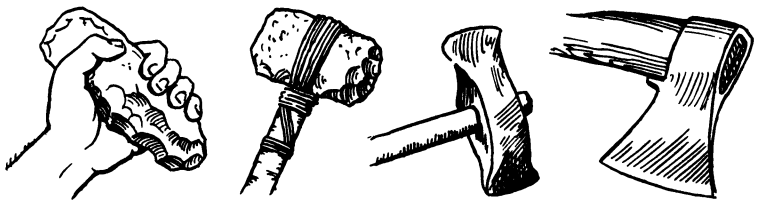

Рис. 174
65. Топор совершенствуется с того дня, когда человек впервые взял в руки камень, чтобы разрубить им какой-то предмет Но одно в топоре остается неизменным — это криволинейность лезвия (рис. 174). Чем это объяснить?